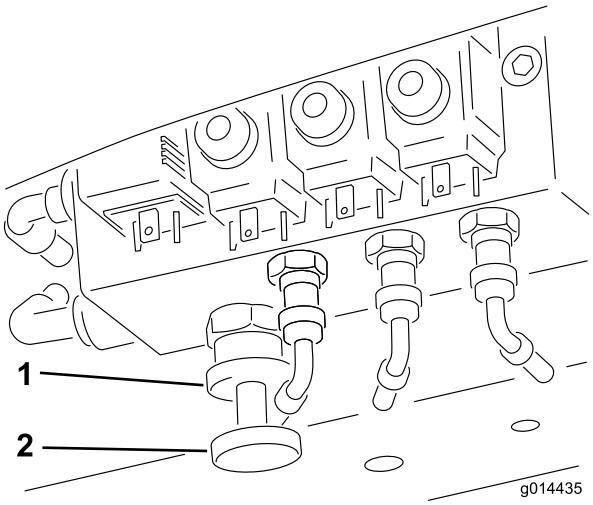

Figuur 42
Om de gewichtsoverbrenging in te schakelen: De mate van gewichtsoverbrenging kan afgestemd worden op de maaiomstandigheden door het handwiel van de gewichtsoverbrenging (Figuur 42) als volgt te draaien:
1. Draai de borgmoer van de klep een halve draai linksom los en houd vast (Figuur 42).
2. Draai het handwiel van de klep (Figuur 42).